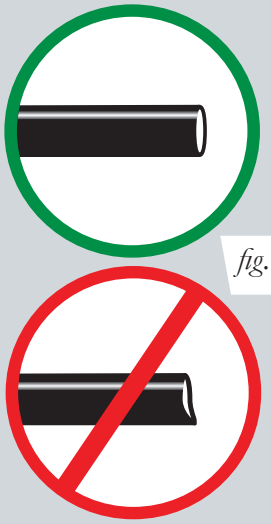

fig. 26
When cutting air lines, use a sharp knife or a hose cutter and make clean, square cuts (Fig. 26). Do not use scissors or wire cutters because these tools will deform the air line, causing it to leak around fittings. Do not cut the lines at an angle.
1. If there is a problem with the push-to-connect fitting, remove the air line as described above. Trim 1” (25mm) off the end of the air line. Be sure the cut is clean and square (see Fig. 26).